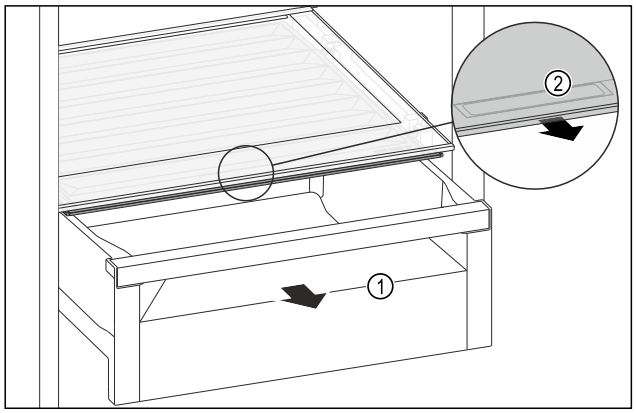

Fig. 175
▶ Izvlecite predal *Fig. 175 (1)*.
▶ Primite prijemalno vdolbino *Fig. 175 (2)* na pokrovu predala in predal istočasno povlecite naprej.